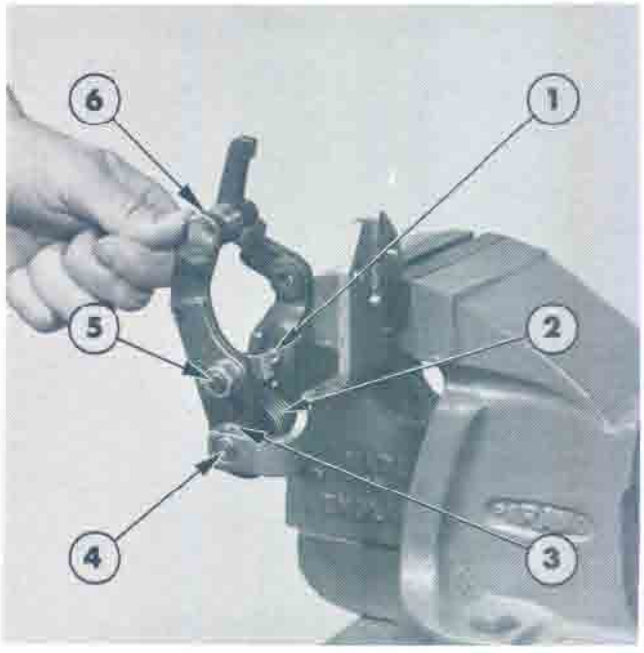

Figure 40
10. Mount the actuating linkage in a vice as shown in Figure 40.